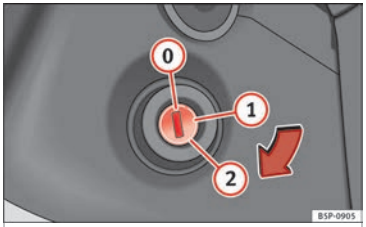

Fig. 122 Ignition key positions.
In this position ››› **Fig. 122**, the ignition and the engine are OFF and the steering may be locked.
– Turn the ignition key to position ›› Fig. 122 (1). The warning lamp will light for engine pre-heating.
– When the lamp turns off, turn the ignition key to position (2) to start the engine. Do not press the accelerator.
– Turn the ignition key to position ›› Fig. 122 (0).